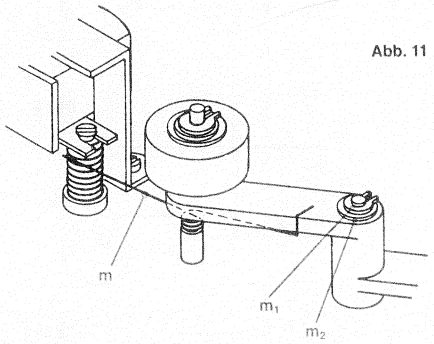

Abb. 11
- Auf richtige Lage der Schenkelfelder **m** (Abb. 11) achten
Andruckrollenarm wechseln (Abb. 11)